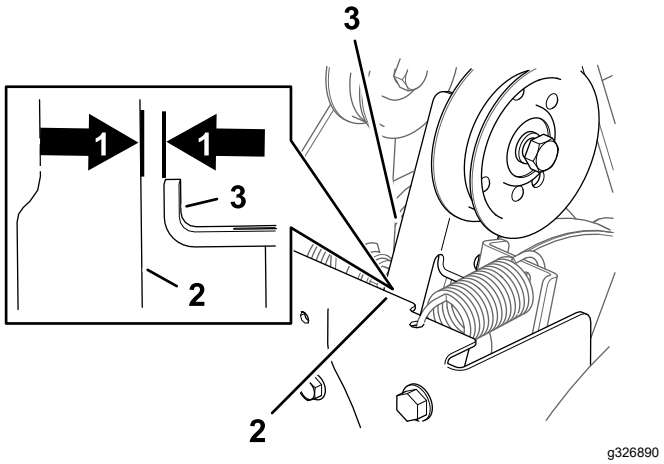

**Figure 39**
2. Le levier de commande de la brosse étant désengagé, vérifiez qu'il existe un jeu 1,5 mm entre le bras d'embrayage de la brosse et le cadre de la machine, comme montré à la Figure 39.